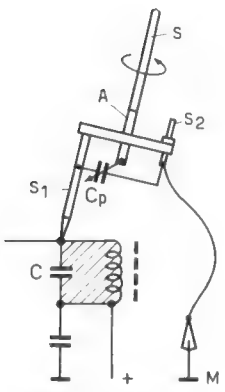

*Bild 2. Anwendung des Abgleichkondensators AK*
**Geeichter Abgleichkondensator AK (Bild 2).** Beim Abgleich von Schwingkreisen mit festen Kapazitäten ist es oft sehr wertvoll, zu wissen, ob man eine Kapazität parallel schalten muß und wie groß der Kapazitätswert sein soll.